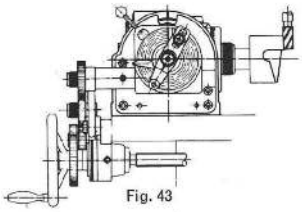

Fig. 43
a) Usinage **avec tête de fraisage verticale** pour un pas de came pouvant être réalisé avec les roues du diviseur (fig. 43).